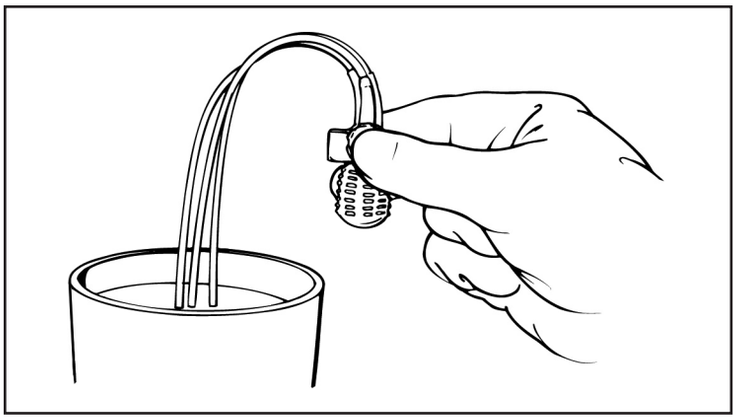

Figure 23. Squeeze the deflation button and release
2. Submerge the pump's three tubing ends into sterile normal saline (Figure 23).
4. Fully depress the deflation button once and release (Figure 23).